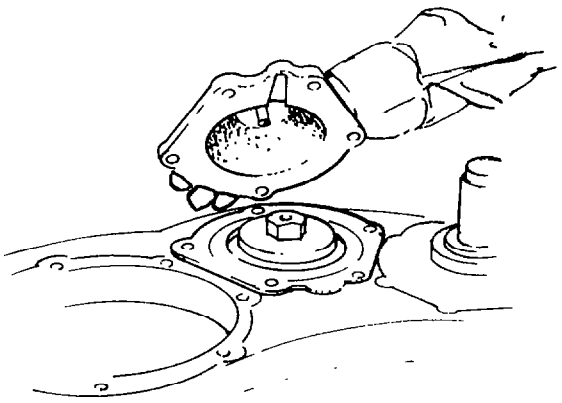

Fig. 254 — Installing Countershaft Rear Bearing Cover
q. Install the countershaft rear bearing cover and adjusting shims. Then install the retaining bolts and torque to 61 – 88 Nm (45 – 65 lb.ft) (see fig. 254).